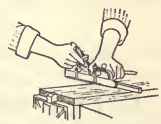

Fig. 41.
38. Dado Planing.—In cutting grooves, or dadoes, across the grain of wood, a dado plane may be used instead of a saw and chisel. Fig. 41 shows a dado plane in use. The stock is fastened on the bench and a strip called a fence is fastened across the stock to guide the plane. The plane has two cutting spurs, one on each side of the plane bit. These spurs score the wood, cut the fibers and prevent the plane bit from tearing the grain.